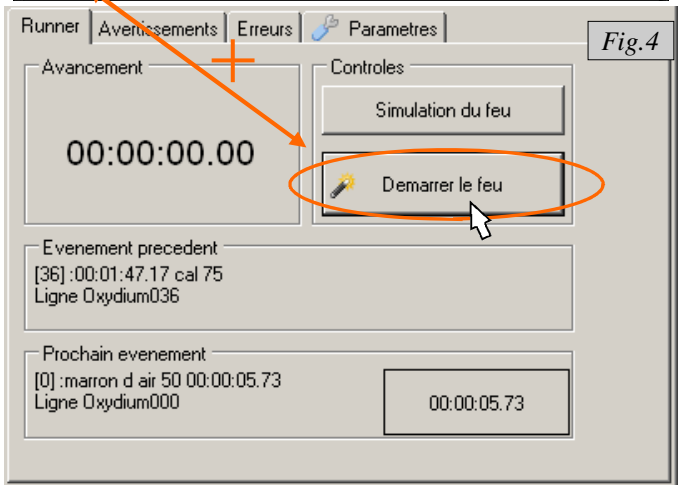

Fig.4
- Pendant une durée de 15mn après l'interruption, vous pouvez reprendre le spectacle à l'endroit que vous souhaitez. Pour cela vous devez faire un Ctrl/Shift (appui simultané sur la touche Ctrl et la flèche juste au dessus, *Figure 3*) tout en cliquant sur « Démarrer le feu » (*Figure 4*) . A ce stade apparaît un curseur (*Figure 5*) que vous pouvez déplacer avec la flèche à l'endroit désiré (la position s'affiche en même temps dans la fenêtre orange), puis en cliquant pendant le compte à rebours sur la fenêtre orange « Accès direct à ... ».